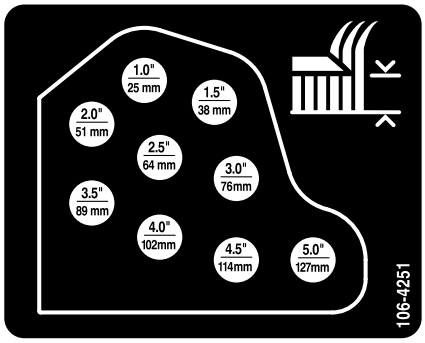

Bild 17
10. Montieren Sie die Schnitthöhenketten im gewünschten Schnitthöhenloch und befestigen Sie sie mit dem Splint und dem Lastösenbolzen (Bild 17).